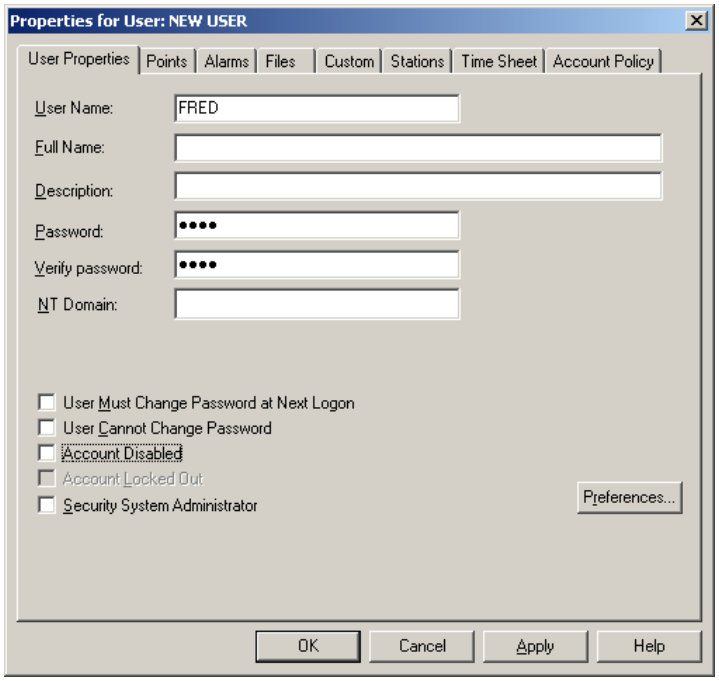

Figure L16.8 - Creating a New User
6. Uncheck the "Account Disabled" option as shown in Figure L16.8, and click on "OK" to save the user.